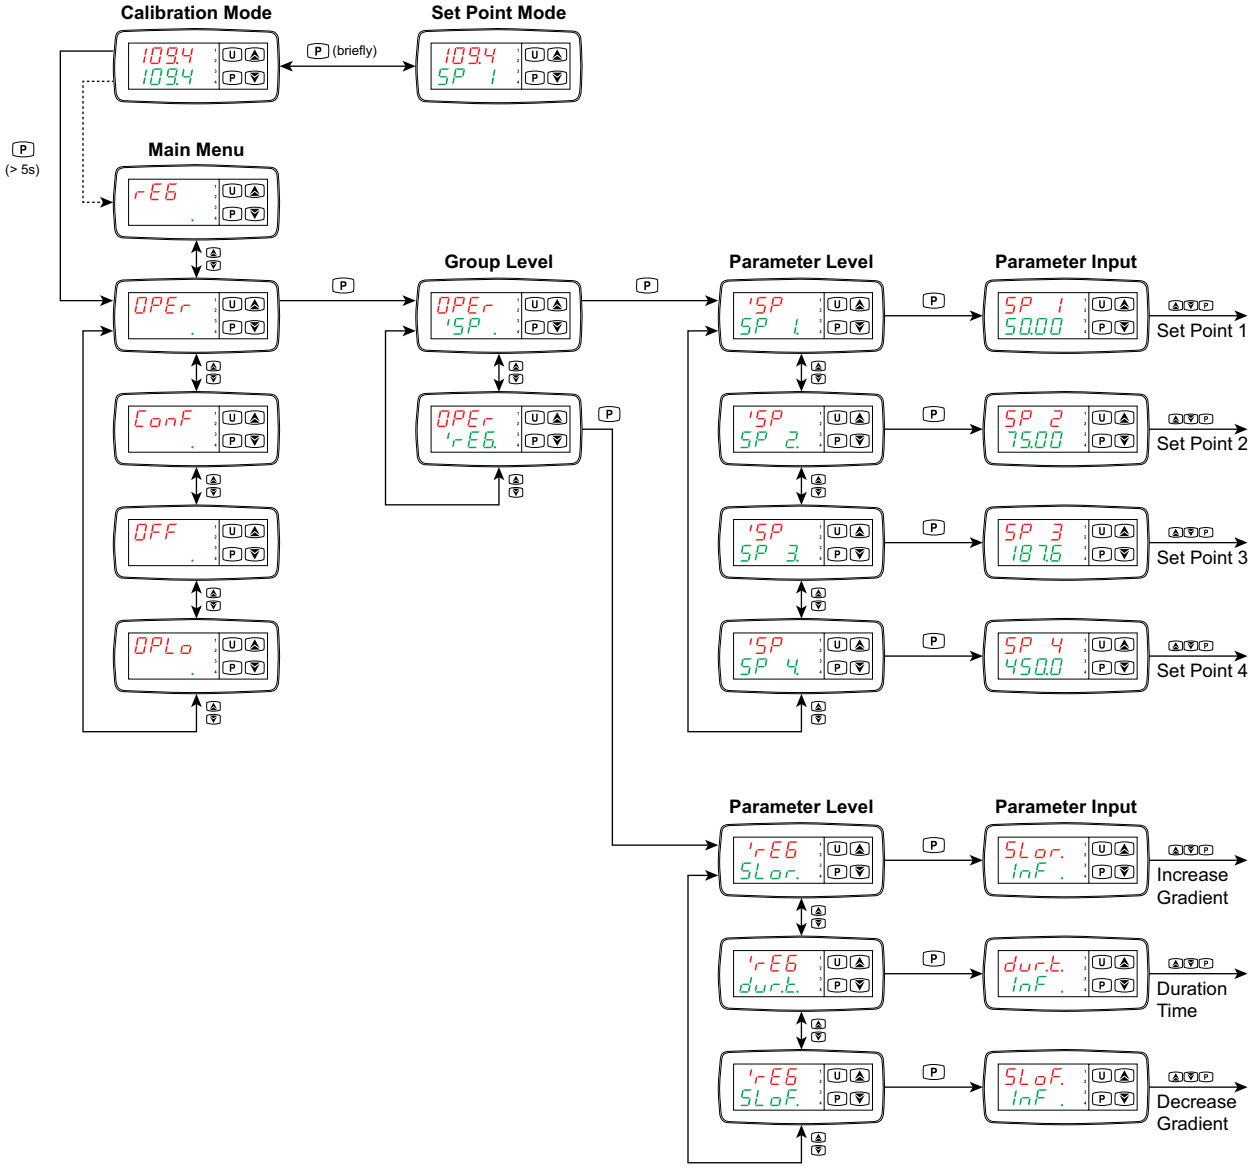

Figure 19: Main Menu Overview
2. Use the ▼ and ▲ keys to select the desired main menu, see Figure 19.